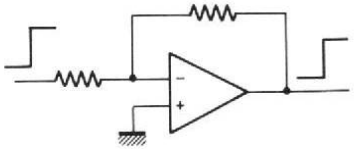

Fig. 1. - La contre réaction a, entre autres, pour but de linéariser le gain et de faire délivrer en sortie un signal identique à celui appliqué à l'entrée.
La T.I.D. est-elle vraiment un phénomène nouveau ? En y regardant de plus près, on peut dire que non et que du temps des amplificateurs à tubes, le phénomène était déjà connu. Pour preuve, nous pouvons citer F. Langford-Smith qui, dès 1955, dans son « Radio Designer's Handbook » énonçait : « Les amplificateurs soumis à la contre-réaction présentent souvent de la distorsion quand ils sont soumis à un signal impulsionnel, donc évoluant rapidement dans le temps, et l'amplitude de ce signal est moindre que celle nécessaire à surcharger l'amplificateur avec un signal à temps de montée plus long. Ceci est dû au fait que le signal d'erreur évolue plus lentement que la tension d'entrée avec pour résultat que la tension appliquée à l'un des tubes devient assez grande pour donner naissance au courant grille et même à l'écrêtage. » (1) (fig. 1 et 2). Référence est faite dès cette époque aux travaux de J.E. Flood (2) et G.F. Floyd (3) qui dataient de 1952. J.E. Flood avait en particulier étudié le cas d'un, de deux ou trois étages à couplage RC ; sa conclusion était que pour un seul étage, l'amplitude du signal nécessaire pour saturer l'étage décroissait avec le temps de montée du signal d'attaque et que dans le cas de trois étages, la tension appliquée au troisième étage pour le saturer avait toujours la même amplitude, que le signal soit lent ou rapide. Autrement dit, si les deux premiers étages sont étudiés pour ne pas écrêter, le signal nécessaire pour